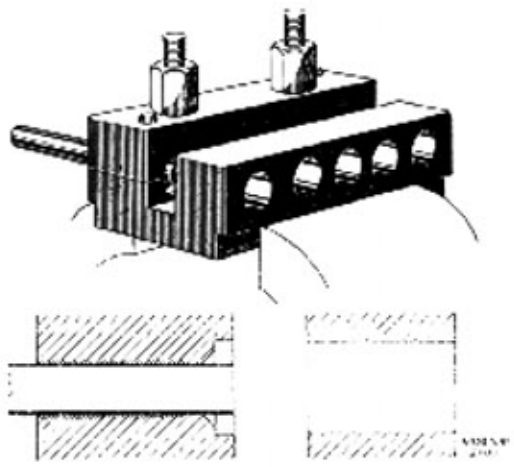

Bild 52-7. Kragning av bromsrör
3. Är röret av koppar utkragas det på vanligt sätt. Är det av stål, s. k. Bundyrör, skall det dubbelkragas, vilket utföres med SVO 2049. Placera därvid verktyget i skruvstycke. Stick in röret så långt att dess ända kommer i plan med klämbacken. Bild 52-7. Drag åt muttrarna.